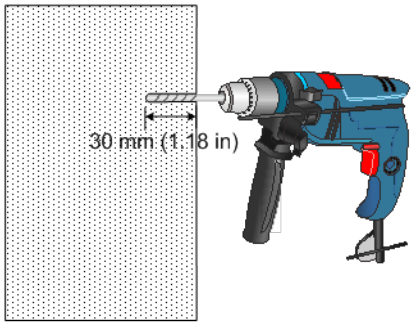

図 3-16 壁面の穴あけ
2) マーキングをした位置に、図 3-16 の通り直径 6mm/深さ 30mm の穴を空けてください。